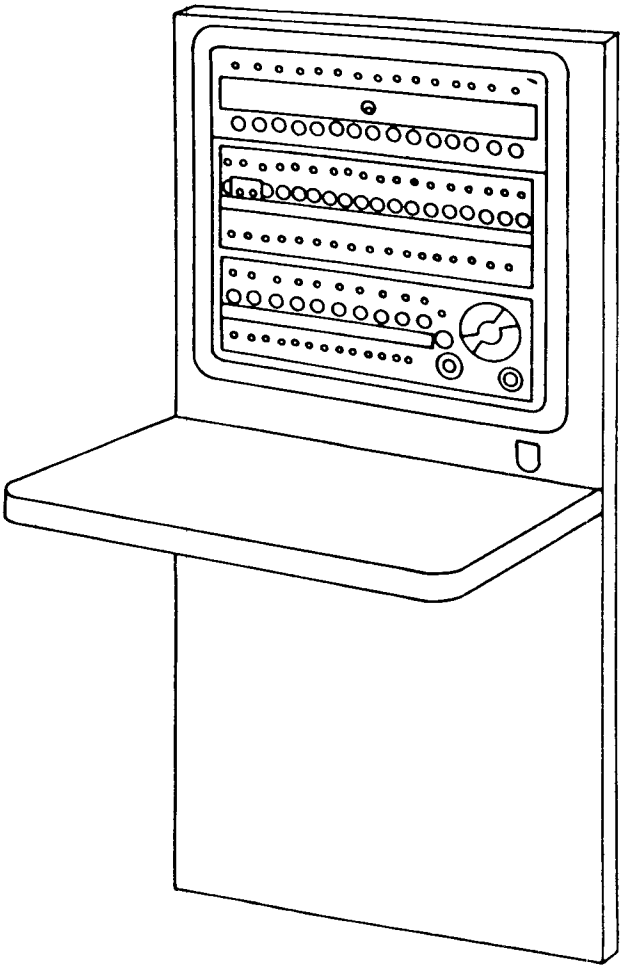

*Figure 45. Launching control trailer switchboard.*
*c. Telephone Switchboard* (fig. 45). The telephone switchboard and its cabinet, installed near the center of the curbside wall of the trailer, provide a means for the manual connection of stations, lines, and trunks. Command and technical hot loop circuits are included.